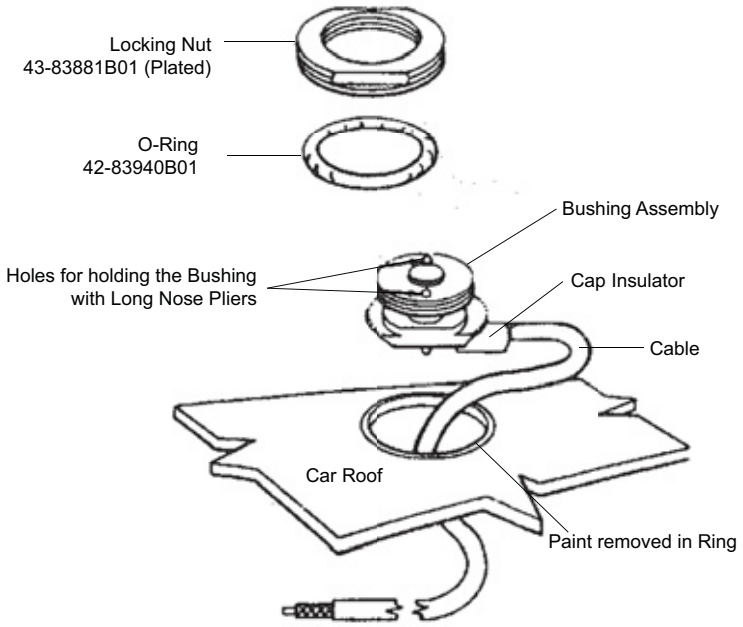

Figure 4.
4. Insert spanner wrench, part # 66-80371A75 or the tops of a needle nose pliers in bushing assembly to prevent mount assembly from slipping. Use a 15/16” open-end wrench to tighten locking but firmly against vehicle surface. The locking nut must be in contact with vehicle metal to ensure proper antenna radiation. See Figure 4.